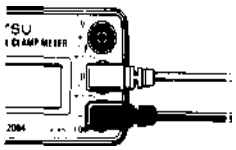

Рис.8
(2) Вставьте красный измерительный провод в разъем ОНМ как показано на рис. 8.
(3) Сначала убедитесь, что дисплей показывает перегрузку прибора без учета потребляемой мощности. Замкнув соединительные провода, убедитесь, что дисплей отображает символ (00.0ohm). Иногда в этом случае может быть отображено значение